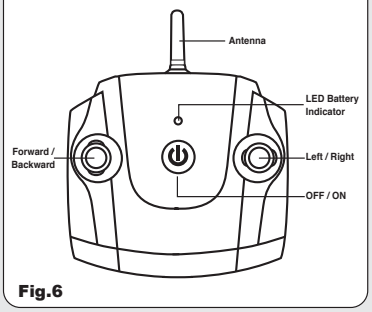
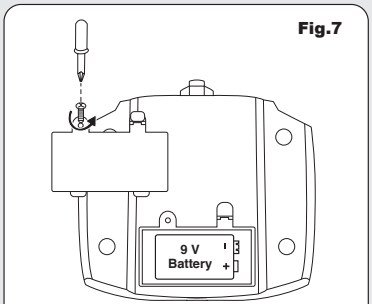

Fig.6
Fig.7
For Transmitter (Fig.6 and Fig.7)
2. Use the Forward / Backward joystick (Fig.6) to drive the Vehicle forward and backward.
3. Use the Left / Right joystick (Fig.6) to control the Vehicle turning left or right.